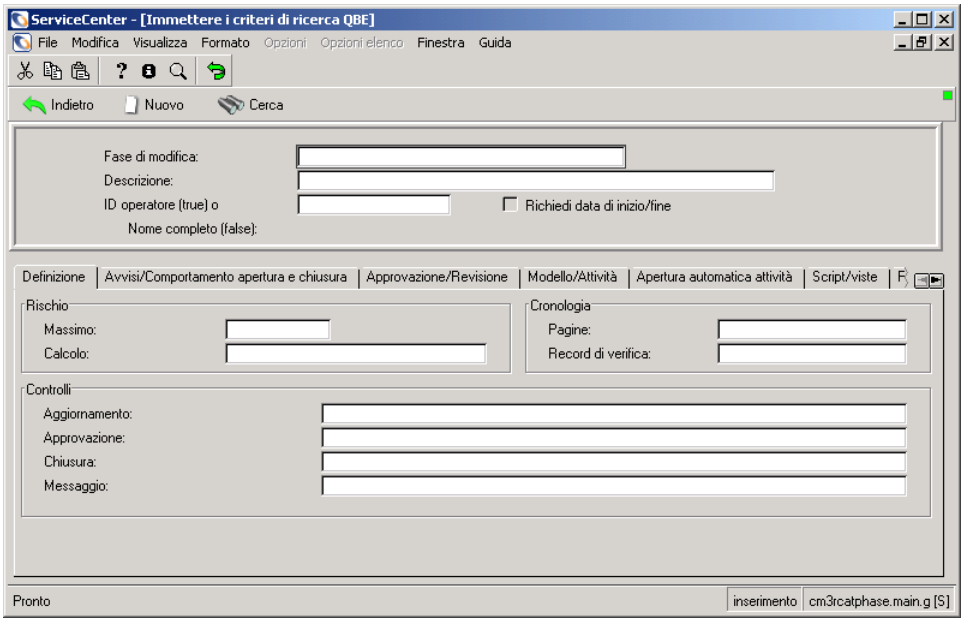

Figura 10-23: Record di fase di modifica: ricerca di una fase esistente
3. Fare clic su **Fasi di modifica**. La Figura 10-23 mostra un record di fase di modifica vuoto.